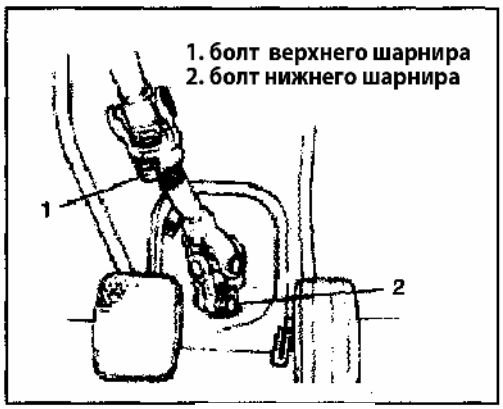

Рис. 428
3) Для снятия, выверните болт верхнего шарнира, но не снимайте его (Рис. 428).